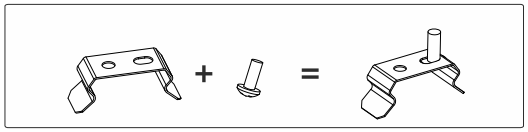

图1
4.1 将随机附送的龙骨锁扣(共四套)分别组合配套(如图1所示)。